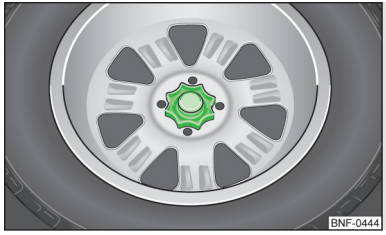

Fig. 104
The spare or temporary spare wheel is located in a well under the floor covering in the boot and is fixed in place with a special bolt » Fig. 104.
- Unscrew the nut » Fig. 104 anticlockwise.
- Screw on the nut » Fig. 104 clockwise until the wheel is safely secured.